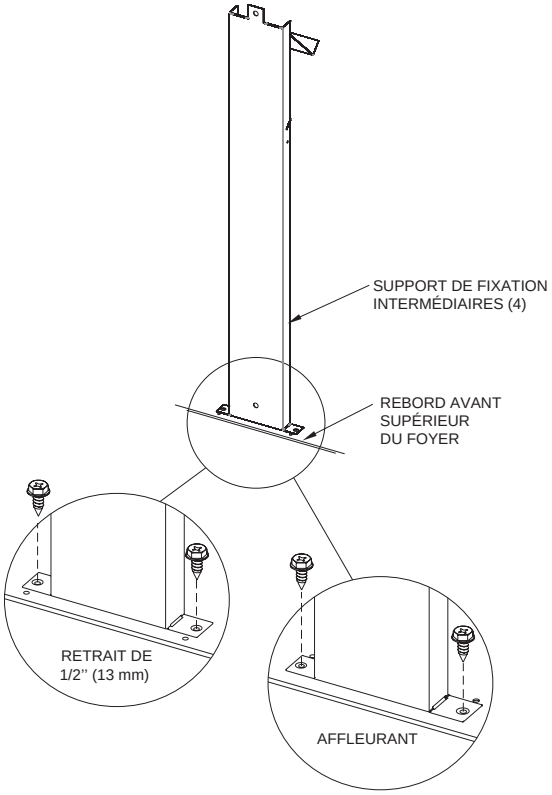

Figure 29
4. Fixez les quatre supports de cadre centraux sur le bord supérieur avant du foyer. Ces supports soutiennent le panneau incombustible fourni se trouvant au-dessus du foyer. Calculez la profondeur en tenant compte du matériau de revêtement (profondeur affleurante ou en retrait de 1/2 po [12,7 mm]). **Voir la figure 29.**